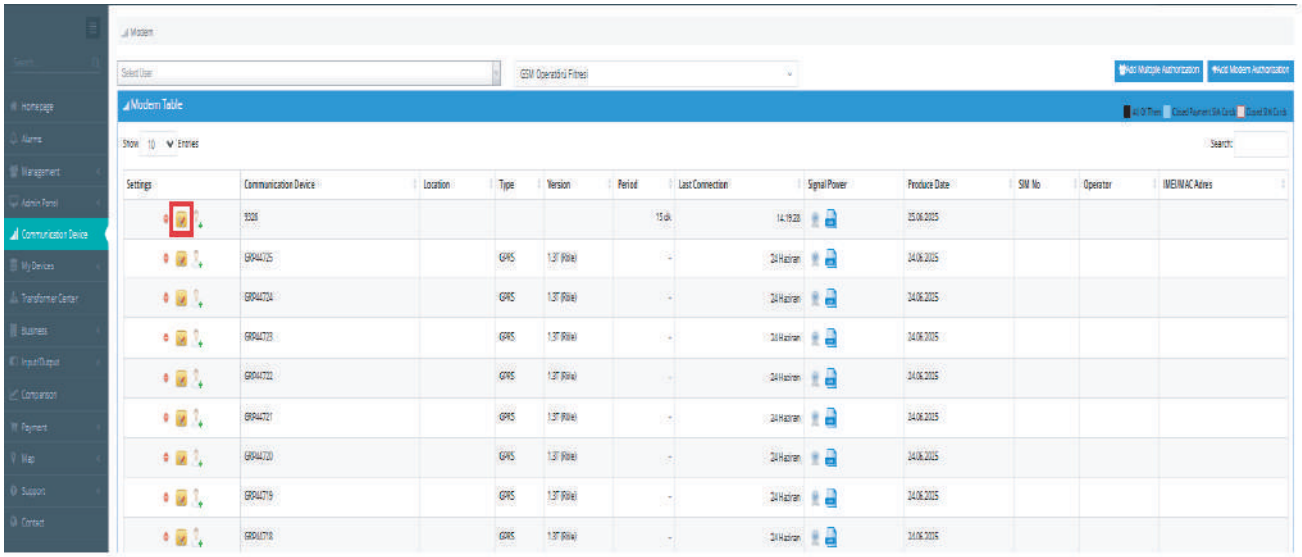

Figure 6.6
8. To view modem settings, click the "Modem" menu on the left panel. From the modem list that appears, click the "Modem Settings" button for the relevant modem to access its configuration. (Figure 6.6)